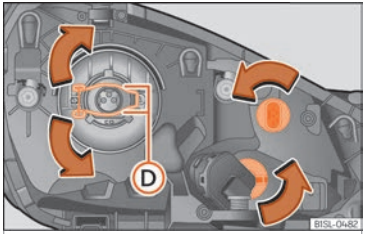

Fig. 86 Left headlight
Press the retaining clip ››› Fig. 86 Ⓓ downwards in the direction of the arrow, unclip sideways, and remove it.
5.	Insert the bulb, return it to its position and insert the retaining clip ››› Fig. 86 Ⓓ